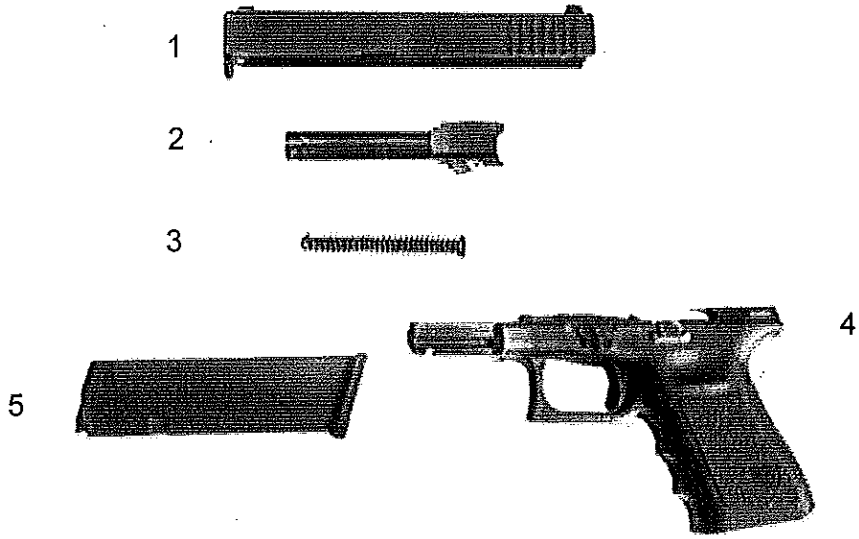

Figure B-3. Glock 19 Major Components.
The slide assembly (see fig. B-3, item 1) houses the firing pin, striker, and extractor.
The barrel assembly (see fig. B-3, item 2) houses the cartridge for firing and directs projectiles.
The recoil spring assembly (see fig. B-3, item 3) absorbs recoil and returns the slide to the forward position.
The receiver assembly (see fig. B-3, item 4) supports all major components, houses action of weapon, and controls the functioning of the weapon.
The magazine assembly (see fig. B-3, item 5) stores and feeds the ammunition.